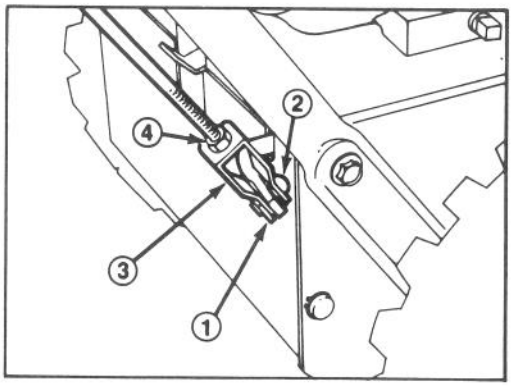

Abbildung 22
2. Gabelkopfsplint und Splint entfernen, und den Gabelkopf am unteren Gestänge sicher anbringen (Abb. 22).